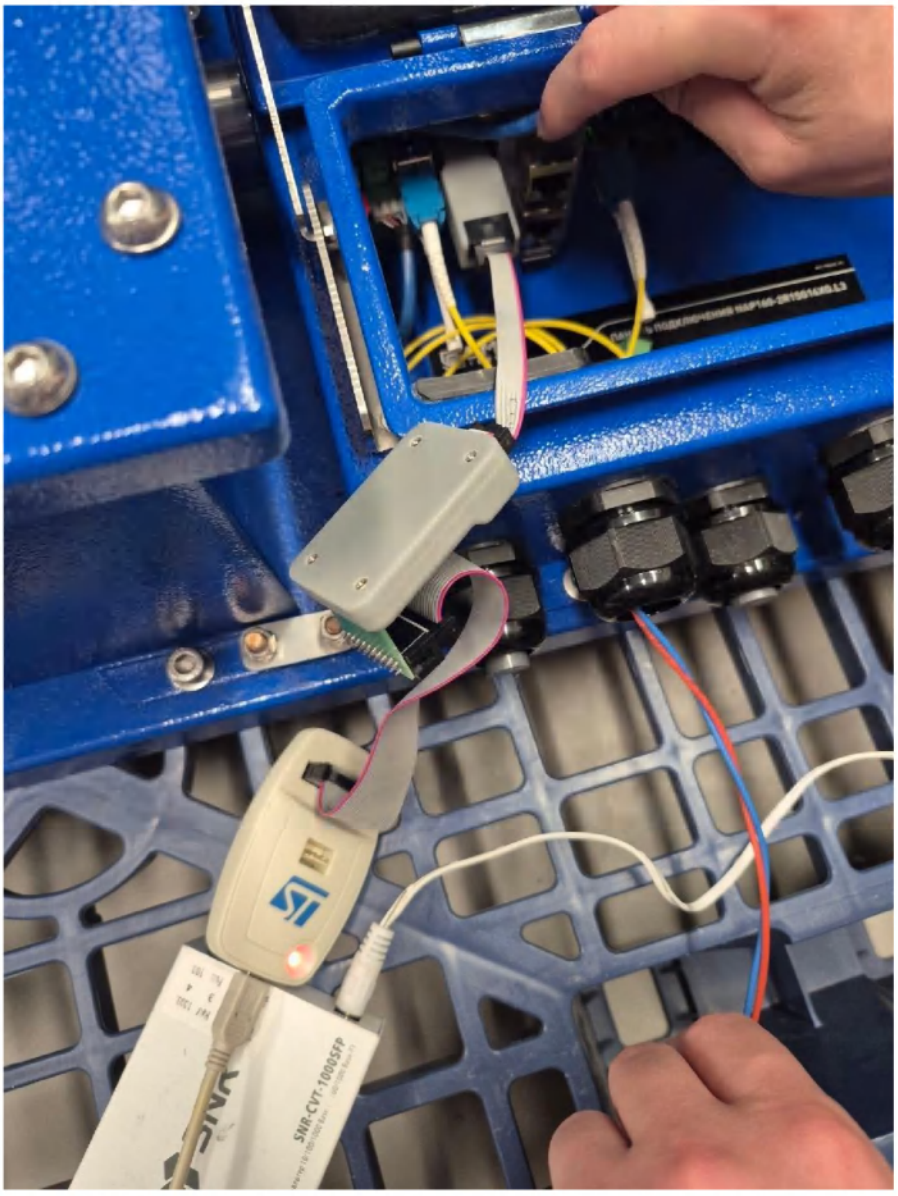

Рисунок 33
5.1.1 Подключить программатор к разъему X39 и к ПК наладчика, как показано на рисунке (Рисунок 33).